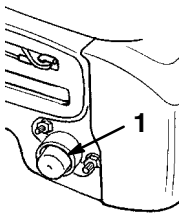

**Figure 9**
1. Push the primer five times, waiting two seconds between each push (Fig. 9).